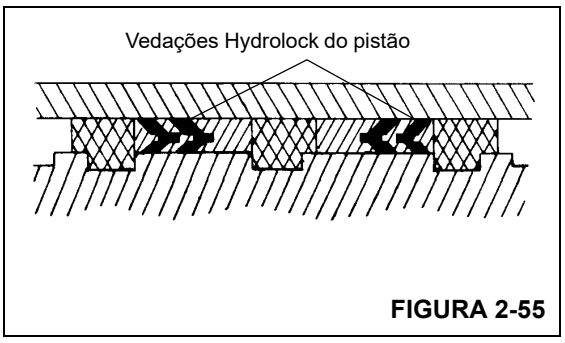

FIGURA 2-55
4. Instale uma vedação hydrolock de reposição na parte externa do pistão Figura 2-55. Deixe a outra vedação hydrolock de fora por enquanto, de forma que ainda haja acesso ao furo do parafuso de trava do pistão.